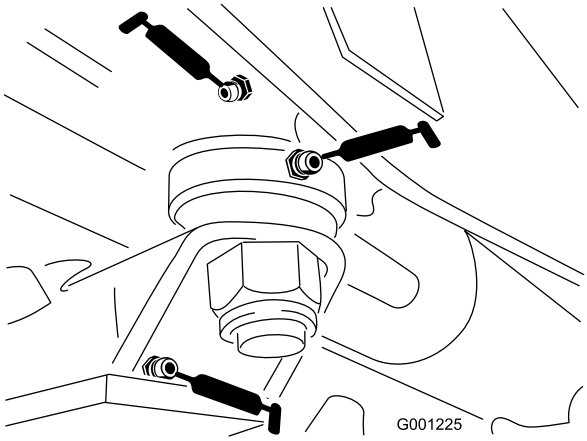

Figur 44
- Styrplattans bussningar (Figur 44)
- Axelstiftets bussning (Figur 44)